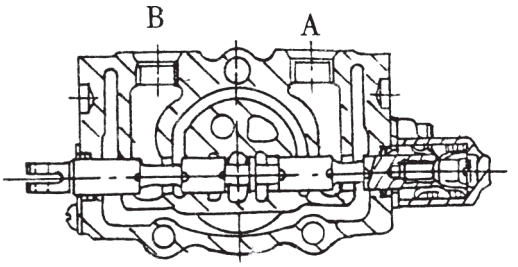

Fig.7.3 Push slide valve
(2)Pushing-in of plunger (See Fig.7.3)